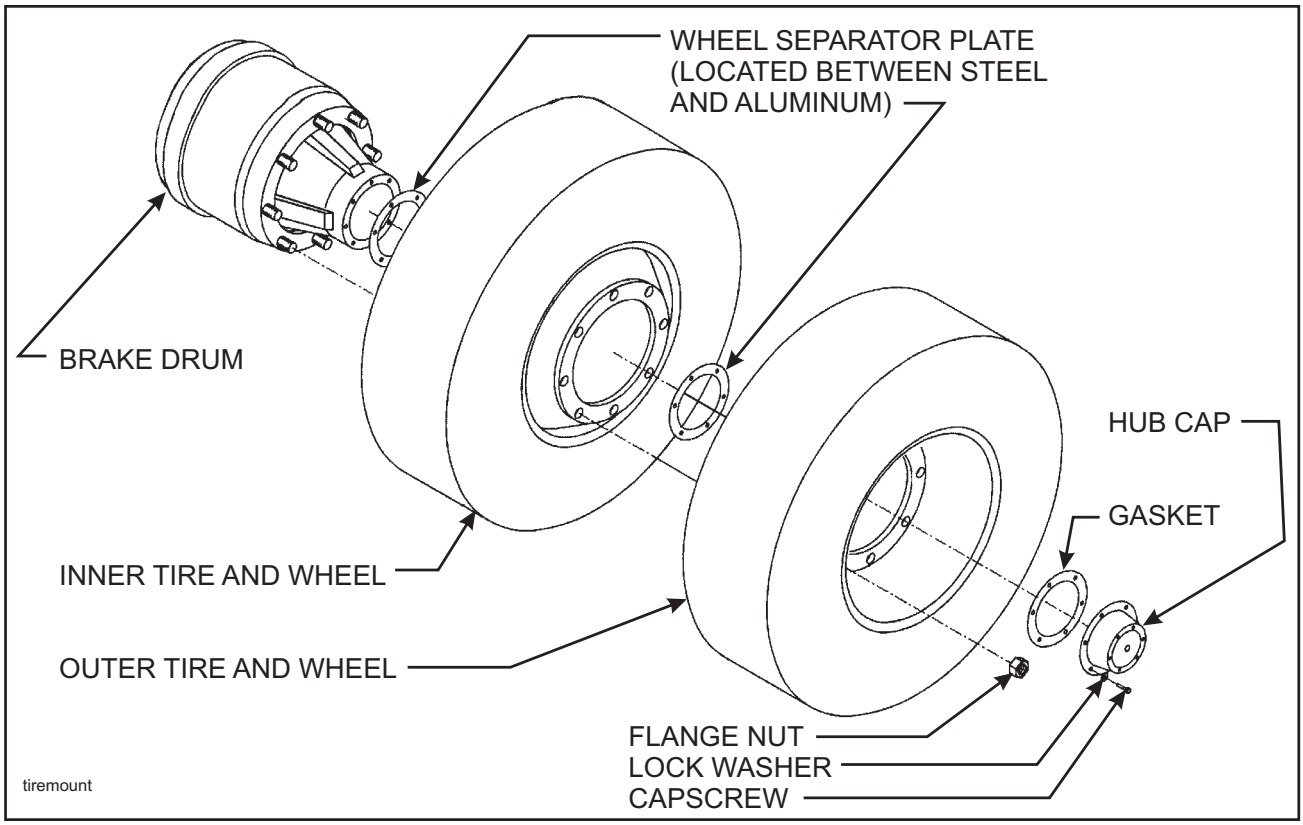

Figure 4-21 Mounting Tires and Wheels
4-9.4 For aluminum wheels, often a separator plate is used **(See Figure 4-21).** The separator plate is approximately .040" thick. It is placed between the drum and the wheel, or between two wheels in dual applications. The separator plate is recommended in severe applications where corrosion and/or wear have been identified. Aluminum wheels benefit from use of the separator plate. Care must be exercised in centering the separator plate prior to torquing, and stud length must be checked as each plate is approximately .040" thick.
a. Make sure that all mounting surfaces are clean and free of rust, dirt or paint. A wire brush may be used to clean these surfaces **(See Figure 4-21)**.